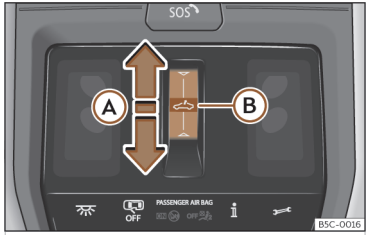

Fig. 82 En el revestimiento interior del techo: tecla del techo de cristal.
- Movimiento automático: deslice el dedo hacia atrás sobre el área funcional ››› **fig. 82** (A).
- Antes de que transcurran aprox. 5 segundos desde la activación de la función antiaprisionamiento, deslice el dedo hacia delante sobre el área funcional ☝ ››› **fig. 82** Ⓐ y mantenga presionado hasta que el techo se cierre completamente.